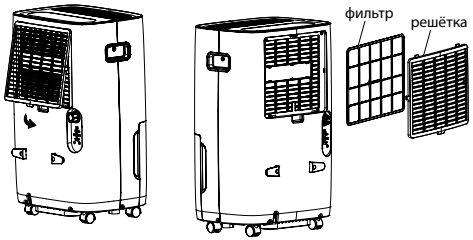

Рис. 7
3. Извлеките воздушный фильтр (рис. 7)